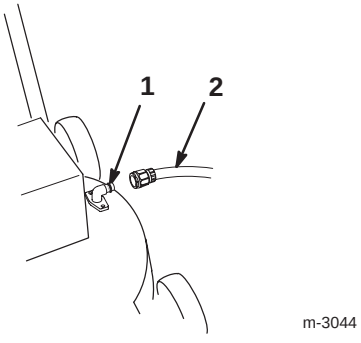

Bild 17
4. Bringen Sie die Kupplung am Spülanschluss des Rasenmähers an (Bild 17).